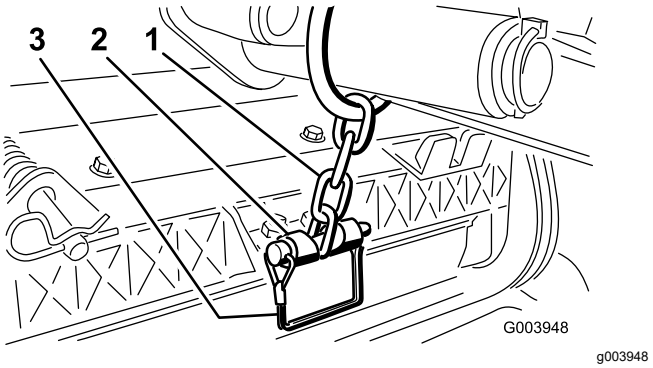

Figura 19
14. Prenda a corrente do braço de elevação ao suporte da corrente com o pino de encaixe (Figura 19).